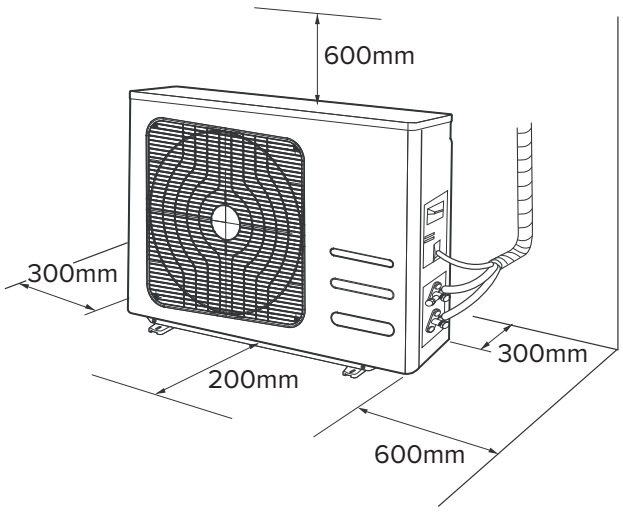

Fig. 3
- l'espace disponible pour l'installation doit répondre aux exigences indiquées (voir « Fig. 3 »)